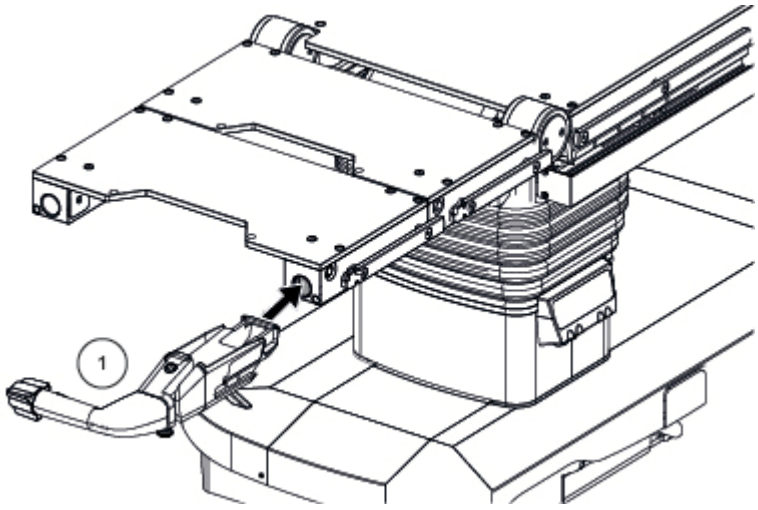

Figura 6-1. Inserimento della maniglia di trasferimento motorizzata
1. Inserire la maniglia di trasferimento motorizzata (1) nel binario e assicurarsi che la leva di bloccaggio rimanga aperta. Vedere *Figura 6-1*.